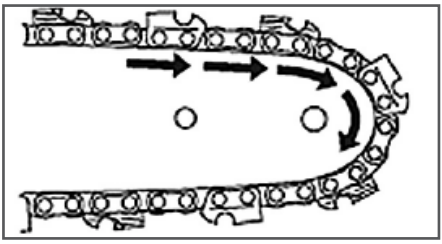

Рис. 2. Направление вращения цепи
4. Установите ведущие звенья пильной цепи в паз направляющей шины. При установке цепи следите за тем, чтобы режущая кромка зуба была расположена вперед по ходу движения цепи, т.е. по часовой стрелке (Рис. 2).